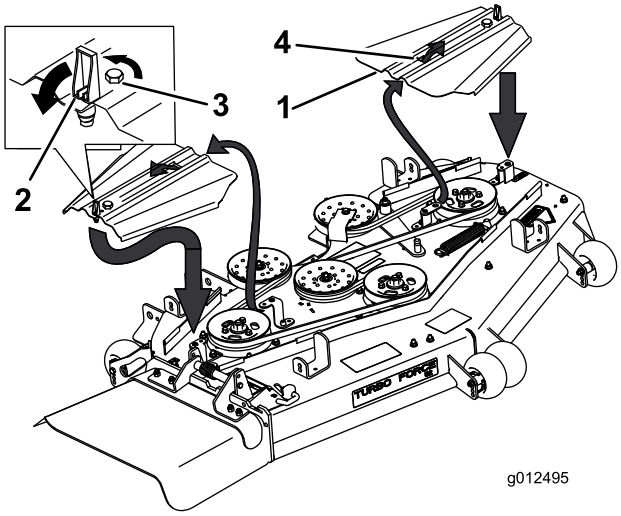

**Figur 70**
5. Ta bort remkåporna och tillhörande skruvar (Figur 70).
11. Montera remkåporna genom att föra in kåpan i tappen, dra åt bultarna och låsa spärrhakarna (Figur 70).